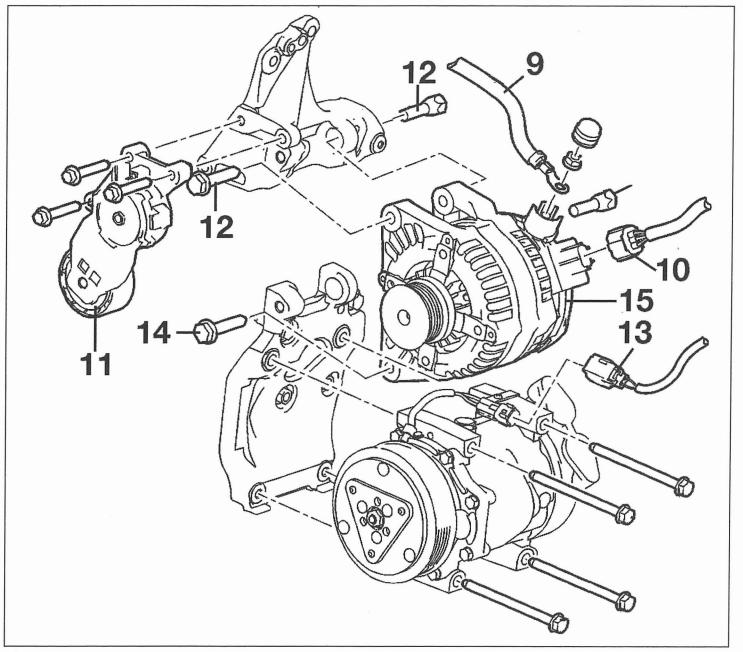

FIG. 5
- la abrazadera (4) de fijación del tubo del intercambiador térmico.
- el tubo de admisión (5) de la mariposa de aire de admisión.
- el tornillo de fijación (6) de la mariposa de aire de admisión.
- la mariposa (7) de aire de admisión y el tubo (8) de admisión del colector.
- el cable de batería (9) del alternador (fig. 5).
- el conector del alternador (10).
- el rodillo tensor (11) del alternador.
- los tornillos de fijación superior (12) de alternador.
• Sacar el conector del compresor de climatización (13) (según equipo).